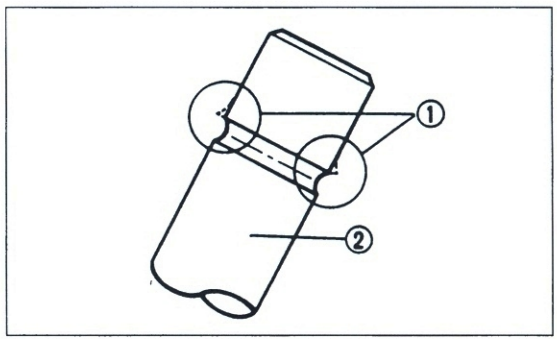

Bild 122
- ⚠ Vor Entnahme der Ventile, Ventilkeilnuten auf Aufwerfungen oder Grate untersuchen (Bild 122). Gegebenenfalls mit feinem Ölstein Grate und Aufwerfungen entfernen, sonst werden Ventilführungen zerschrammt.